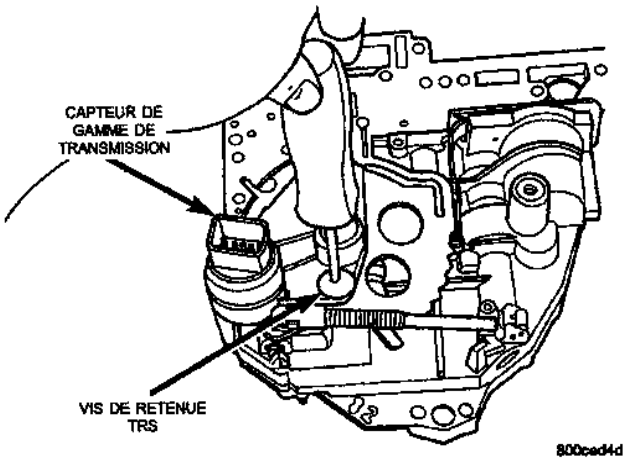

*Fig. 21 Dépose de vis de retenue*
(12) Déposer la vis de retenue du TRS (Fig. 21).